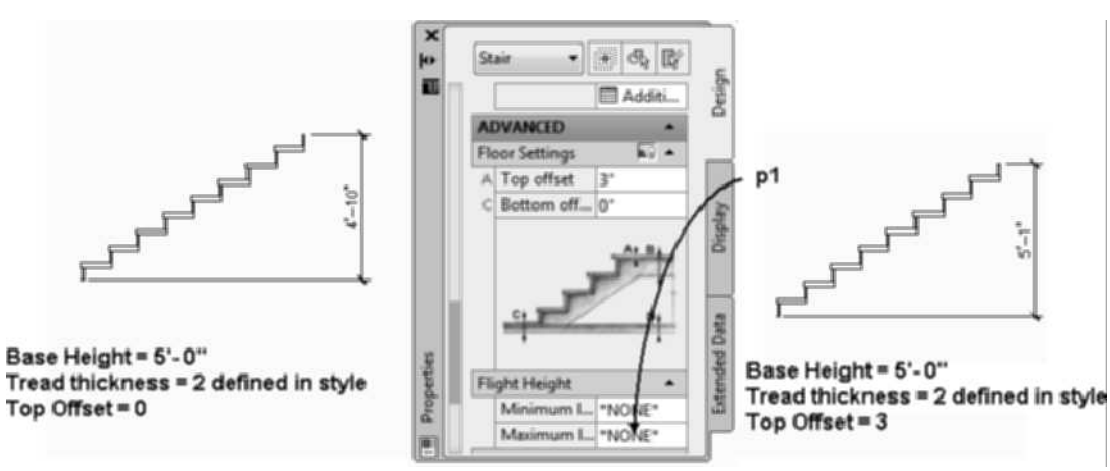

FIGURE 9.6 *Stair adjustment for Top Offset*
19. The Floor Settings of the stair may be adjusted in the Advanced section of the Properties palette. The A-Top Offset value within the Advanced section allows you to enter a value that represents the thickness of flooring at the top of the flight as shown in Figure 9.6. The C-Bottom Offset value represents the thickness of the flooring material at the bottom of the stair.
21. The landing at the flight end specified earlier in this tutorial is now displayed in elevation view. The **Flight Height** section within the Advanced section as shown at **p1** in Figure 9.6, allows you to control the location intermediate landings based upon a minimum or maximum limits. The Minimum limit type options include None, Risers, or Height. You can specify a minimum height or number of risers for the stair.